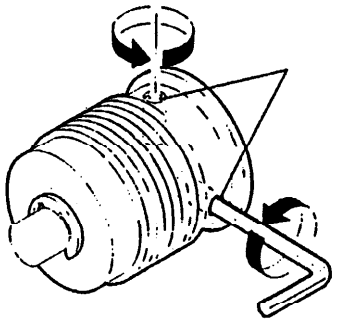

Рис. 4. Ослабление крепления шкива привода
5. (Рис. 4): Ослабьте регулировочный винт на шкиве привода блока зеркала № 2/3 с той стороны, которая не касается пластины позиционирования.